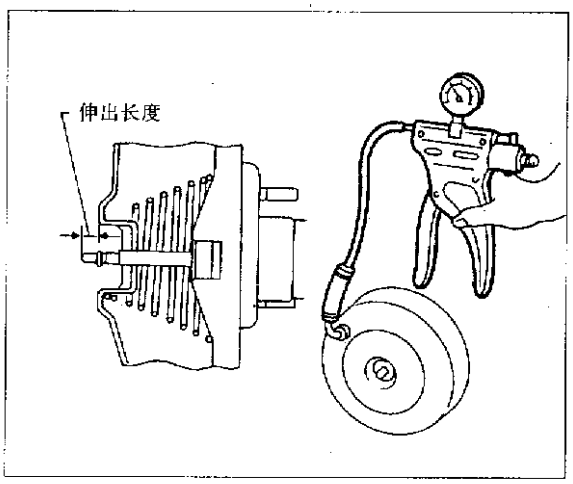

图 8－2－14
①如图 8－2－15 所示调整“U”形夹尺寸。
②安装助力器，紧固固定螺母。
③用推杆“U”形夹连接制动踏板。
④用 13～16N·m 力矩紧固螺母。
⑤安装制动总泵。
⑥制动管路气管。